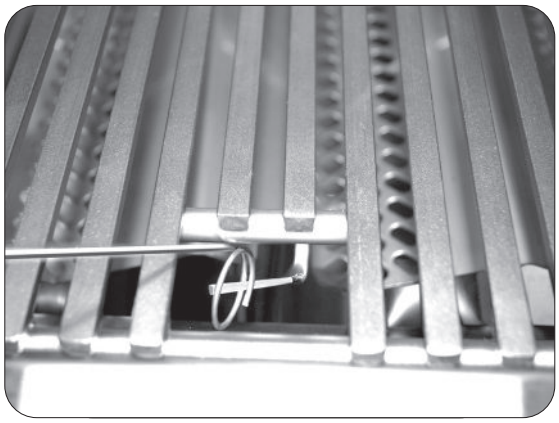

Fig. 35-2 **- Manual lighting**
2. Insert either a burning long-barrel butane lighter, a burning long-stem match, or a burning match held by a wire extension holder through the cooking grid opening to the top of the burner (Fig. 35-2).
4. If the burner does not light within five (5) seconds of turning the control knob, **immediately depress the knob and turn the valve to OFF**. WAIT FIVE (5) MINUTES before repeating steps 2 through 4 of the MANUAL LIGHTING instructions.